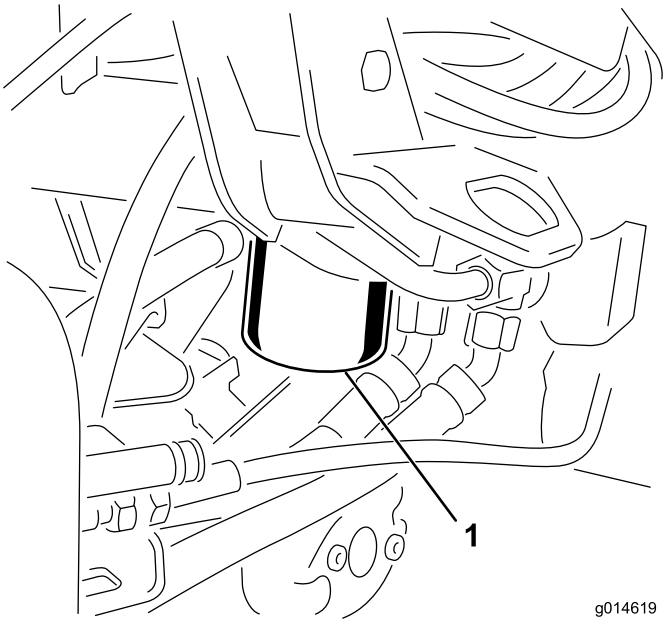

Figuur 53
1. Reinig de omgeving van de plaats waar het filter wordt gemonteerd (Figuur 53). Plaats een opvangbak onder het filter en verwijder het filter.